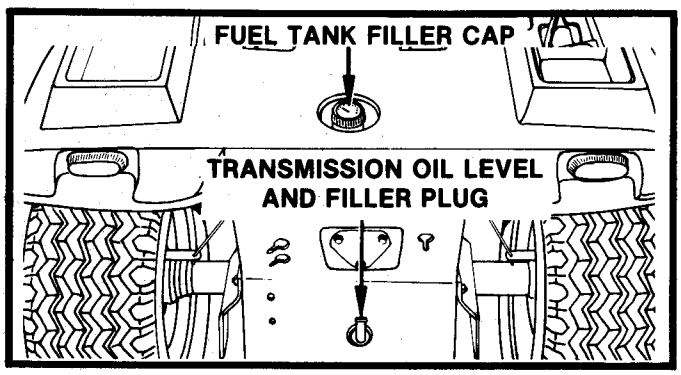

FIGURE 7
The fuel tank filler cap is located behind the seat, see Figure 7. Wipe the dust and dirt from around the cap before removing it to prevent dirt from falling into the tank while filling. Use an approved gasoline container and keep it clean.
4. Wipe dirt from around the oil level and filler plug. See Figure 7.
6. Wipe dirt from around the oil level and filler plug. See Figure 7. Remove plug.